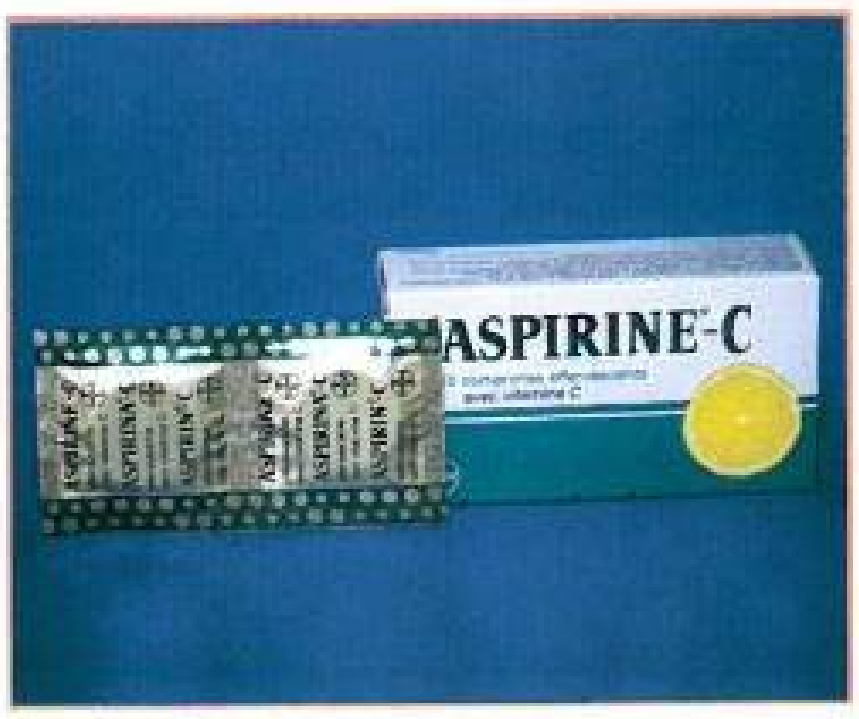

Figure 15.10
- Buffered and effervescent aspirin is usually a mixture of aspirin with sodium bicarbonate ($NaHCO_3$), citric acid, ascorbic acid (vitamin C) and an excipient (Fig. 15.10).